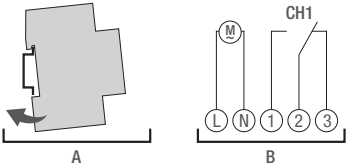

Afb. 4: Montage op DIN-rail en schakelschema
1. Verdeelkast-schakelklok van boven op de DIN-rail (afb. 4/A) plaatsen en naar achteren drukken tot deze vergrendelt.
2. Verdeelkast-schakelklok volgens schakelschema (afb. 4/B) installeren (leidingen met een doorsnede tussen 1 mm² en 2,5 mm² gebruiken).